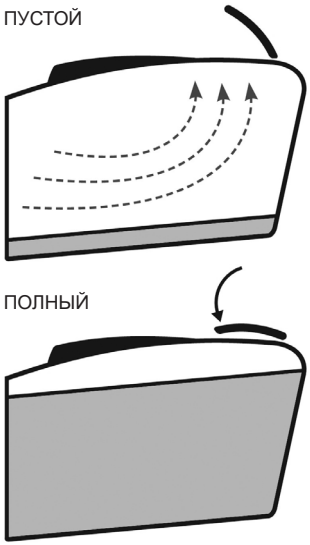

Рис. 17. Индикатор заполнения травосборника
11. В процессе работы травосборник заполняется. Для контроля заполнения травосборника на верхней части травосборника имеется индикатор (флажок). Пока травосборник не заполнен, флажок будет приподниматься из корпуса травосборника потоком воздуха, проходящим через травосборник. Если флажок находится в горизонтальном положении, значит травосборник заполнен (Рис. 17).